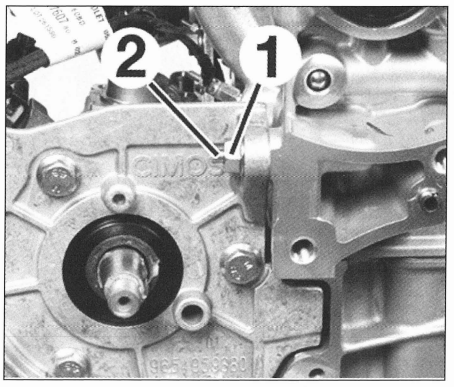

FIG. 53
- el espárrago (2) y la tuerca (1) de soporte de bomba **(fig. 53).**
- el espárrago (2) y la tuerca (1) **(fig. 53)** del soporte de bomba de alta presión.